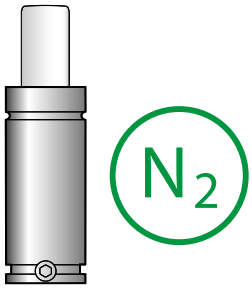

Fig. 10
- Não utilizar o cilindro com velocidade superior a 0,8 ÷ 1,8 m/seg. (fig. 10)